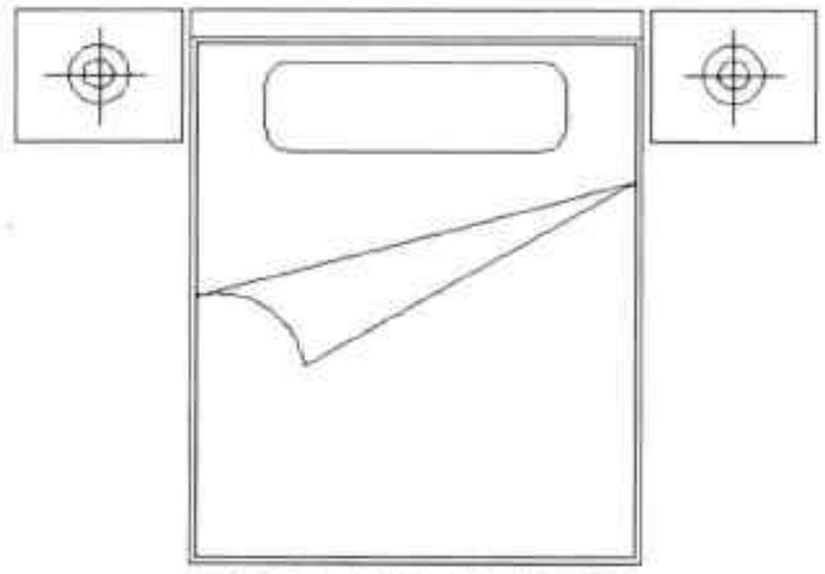

图7-76 镜像床头柜图形
Step10 执行“直线”命令，在同心圆上绘制直线，完成台灯图形的绘制，然后执行“镜像”命令，将绘制好的床头柜以床中线为镜像线进行镜像，如图7-76所示。